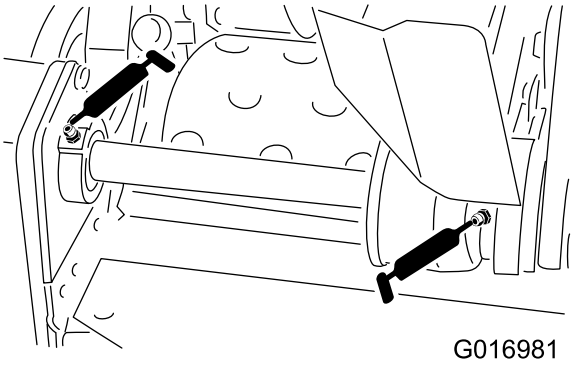

**Figur 23**
- to på spolemellomakselslagrene (Figur 23)